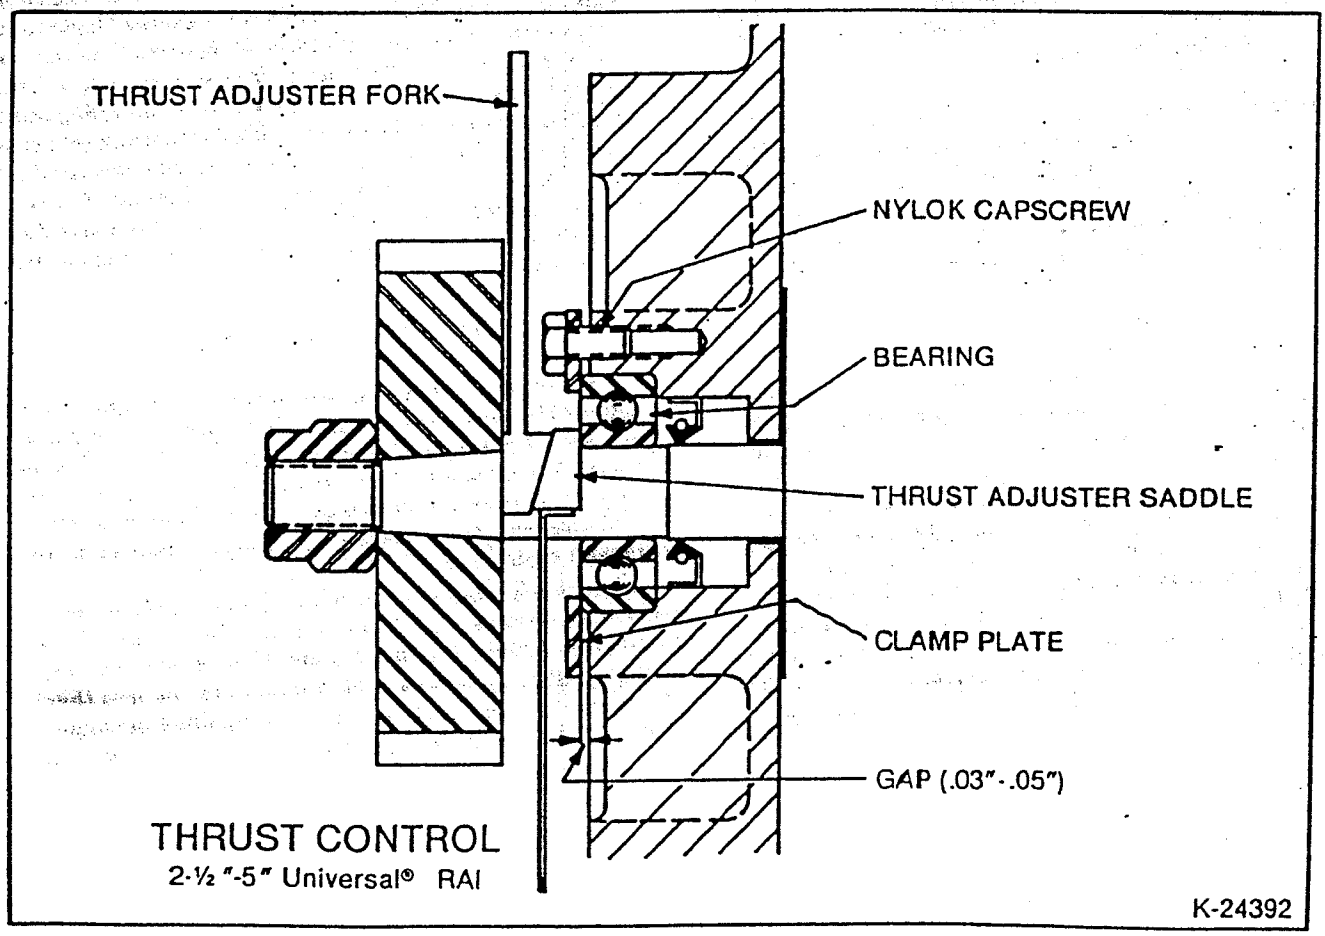

Figure 6 — Thrust Setting, 2½"-5" Universal® RAI
11. Place blower on its feet on a flat surface. Loosen feet capscrews (32) and square up unit. Re-tighten capscrews (32). Clamp unit down to a solid base for further assembly.
12. Oil the gear end bearing fits as described previously. Install 2½-5" Universal® RAI gear end bearings flush with the headplate bearing shoulders using proper drivers. On 6" & 7" Universal® RAI, install thrust washer (29) in bearing bores then install gear end bearings so that they protrude 1/16" (1.6mm) above headplate surface.
13. Install bearing clamp plates (34). On 6" & 7" Universal® RAI, impeller end clearances are also to be set during this step. Install clamp plates (34) with capscrews (31) making sure that the gap between the clamp plates and the headplate is even all around, at the same time, set end clearances per Table 5.
14. Install gears and time impellers as in (A).
15. For setting end clearances on 2½-5" gear diameter units, special tools, thrust adjuster fork Fig. 7 and thrust adjuster saddle Figure 8 are required. Refer to Fig. 6 for installation of tools. The flat side of the saddle rests against the bearing inner race and the flat side of the fork rests against the back side of the gear. Install a shim, with thickness equal to gear end clearance (Table 6), between the impeller and the gear end headplates. Tap on top of the fork until the shim becomes snug. Remove the shim and check end clearances. To increase gear end clearance, tap on the end of the gear end shaft with a soft metal mallet. On units, Universal® RAI, set end clearances for 6" & 7" by turning capscrews (31) evenly in or out.
16. Install drive end cover (5) after packing bearing cavities with suitable grease. Replace drive shaft seal. Lip must point toward (33) the bearing. Exercise care not to damage the lip as it passes over shaft keyway.
17. Install gasket item (7). Install the gear house after cleaning out the inside. Tighten gear box cap screws (23) evenly. Fill with correct grade of oil until oil flows out through oil level hole. Grease drive and bearings. (See Lubrication.)